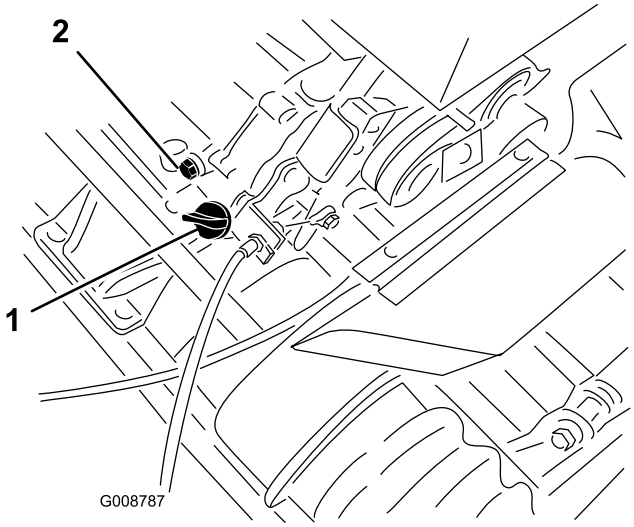

Rysunek 22
1. Ustaw kosiarkę tak, aby silnik był wypoziomowany, i oczyść obszar wokół wskaźnika poziomu oleju (Rysunek 22).
2. Umieść miskę spustową z tyłu urządzenia, pod korkiem spustowym (Rysunek 22).